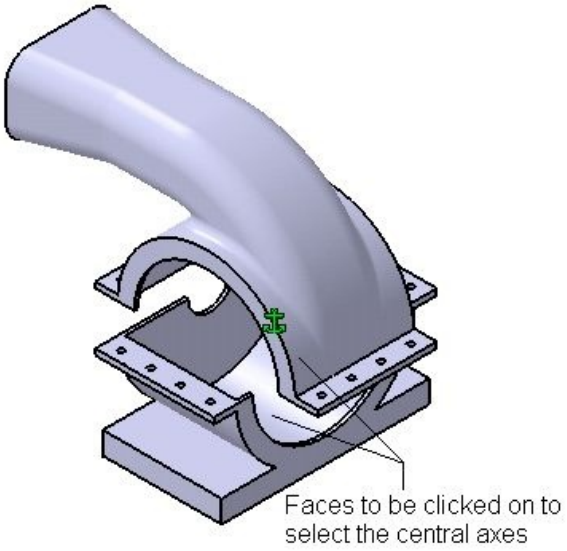

Figure 12-69 *Surfaces on which you need to click to select the central axes*
4. Choose the **Coincidence Constraint** tool from the **Constraints** toolbar. Now, click on the two cylindrical surfaces to select the central axes of these surfaces, as shown in the Figure 12-69.